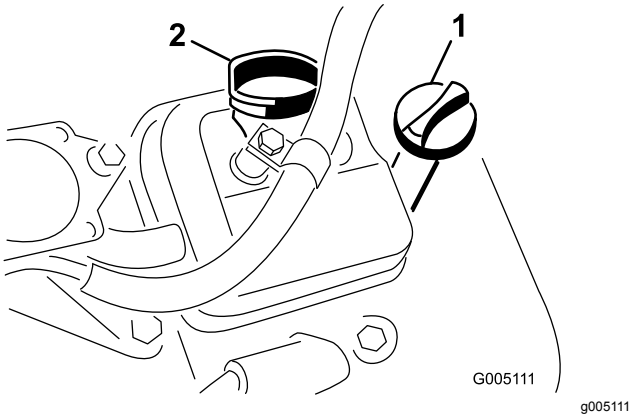

Figuur 32
3. Steek de peilstok in de peilstokbuis en schroef de stok in de buis (Figuur 32).